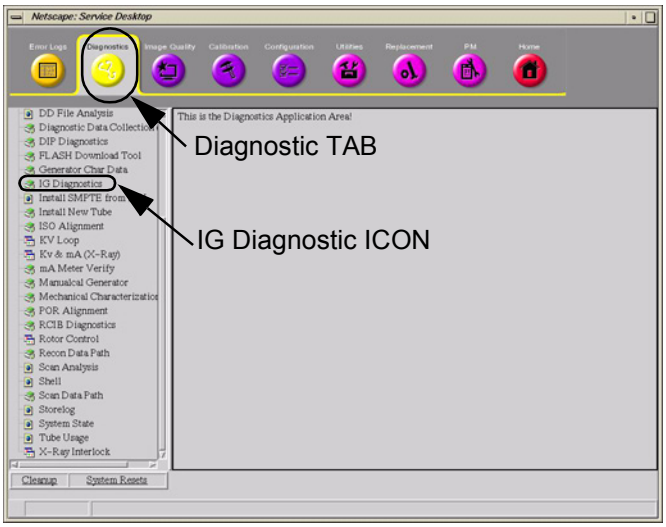

Figure 5-151 Service Browser - Diagnostic TAB
2.) With the service browser displayed, select the `Diagnostics` TAB (See Figure 5-151).